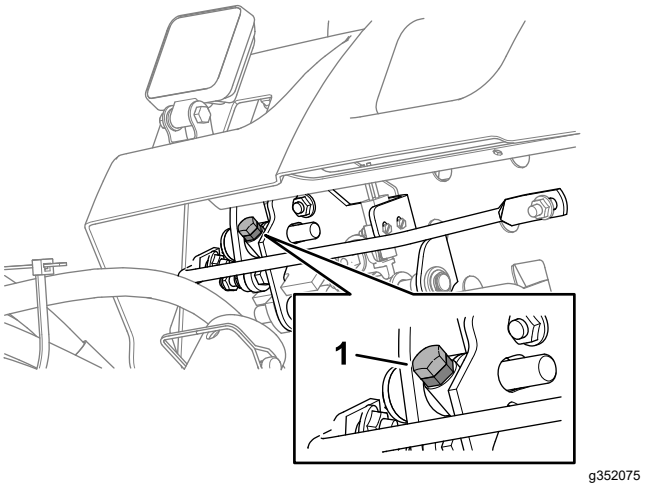

Figuur 91
- Om de maaisnelheid te verlagen, draait u de borgschroef voor de snelheid (Figuur 91) naar rechts.